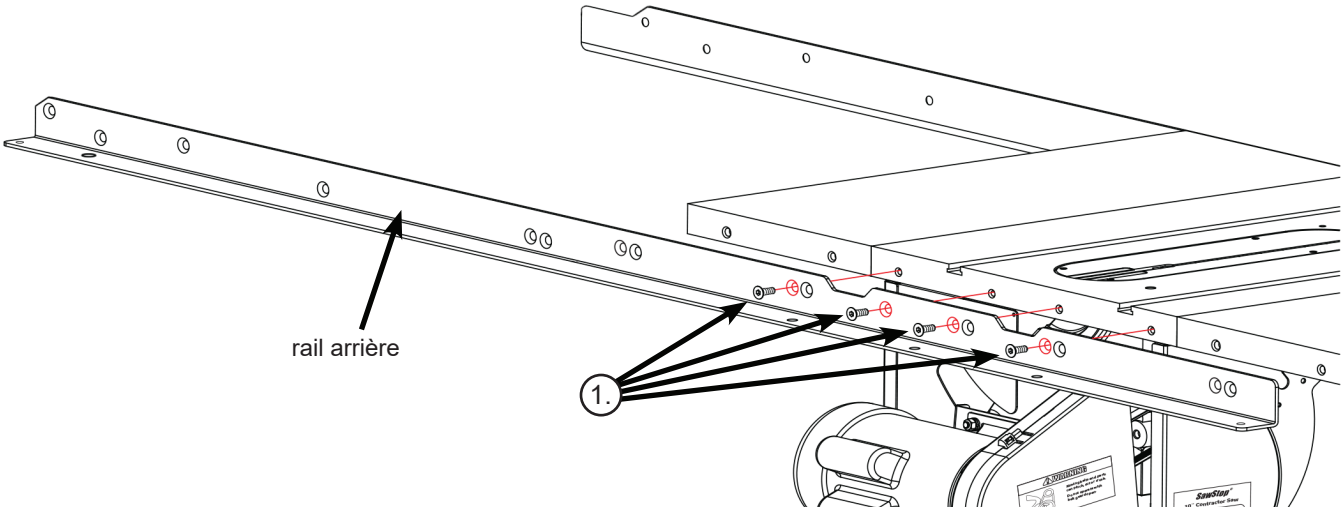

Fig. 4
4. Commencez à monter le rail arrière (le plus court des deux rails) sur le bord arrière de votre scie en centrant les crans dans le rail avec les deux fentes à onglets de la table, en alignant le trou situé le plus à gauche entre les crans au trou correspondant dans le bord arrière de la table. Il y a trois trous dans le rail entre les crans, un trou solitaire et deux trous appariés, et le trou le plus à gauche est le trou solitaire. Tous les trous ne sont pas utilisés pour monter le rail sur votre scie; différents trous sont utilisés pour différentes scies. L'alignement du trous le plus à gauche aligne tous les autres trous utilisés pour le montage du rail sur votre scie. Lorsque les trous sont alignés, montez le rail sur la scie en vissant un boulon fraisé à tête creuse M8 x 16 dans chacun des quatre trous ouverts du bord arrière de la table et serrez les boulons avec une clé hexagonale de 5 mm (voir Fig. 4).